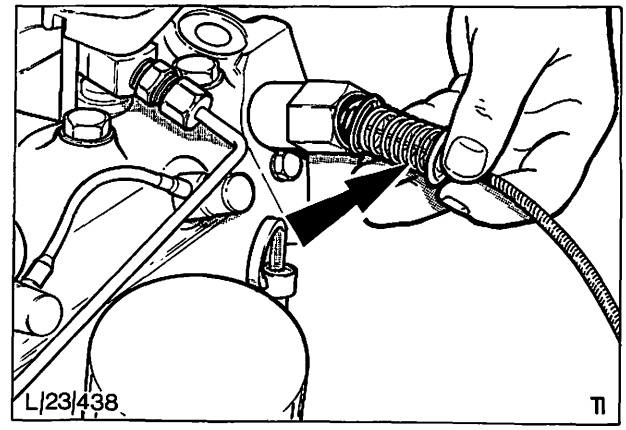

Abb. 59 Betätigungszug vom Geber abnehmen
3. Seegerring abnehmen und Zug vom Geber im Zylinderkopf entfernen (Abb. 59).